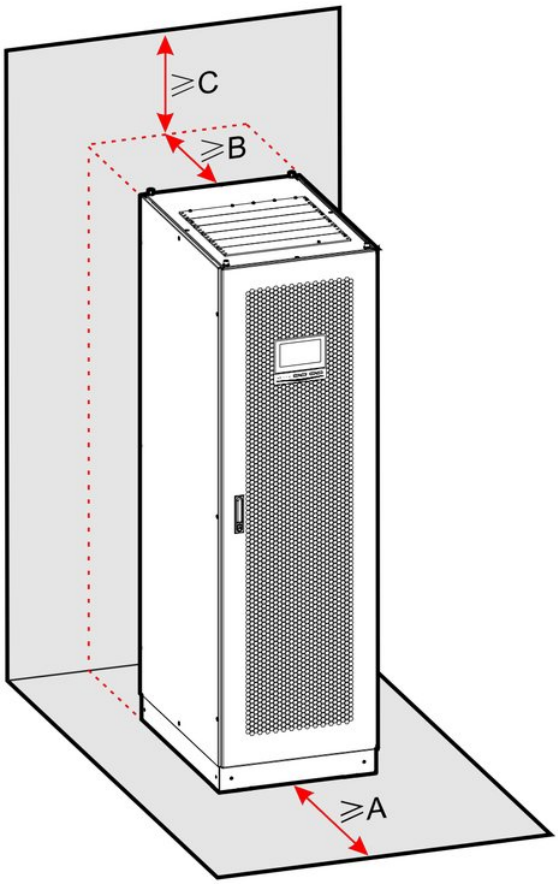

FIGURE 3-4 Installation space diagram
- When the UPS is combined, the space reserved around the combined devices must meet the installation space requirements shown in Figure 3-4.